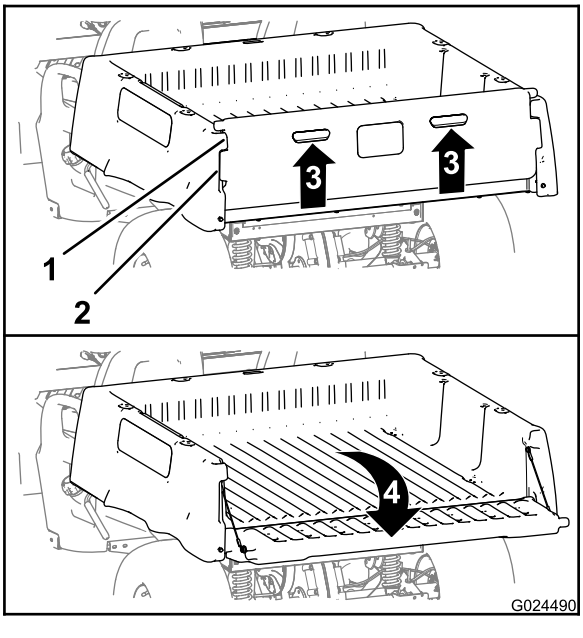

Figura 14
2. Tire hacia arriba del portón usando los tiradores del panel trasero (Figura 14).
3. Alinee las pestañas de bloqueo del portón trasero con los huecos situados entre las pestañas de la plataforma de carga (Figura 14).
4. Gire el portón trasero hacia atrás y hacia abajo (Figura 14).
6. Gire el portón hacia arriba y hacia adelante hasta que las pestañas de bloqueo del portón trasero estén enrasadas con el hueco de la plataforma de carga (Figura 14).
7. Baje el portón hasta que quede asentado en la parte trasera de la plataforma de carga (Figura 14).